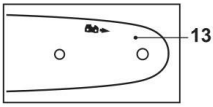

Abb. 4
5. Das Führungsschwert (13) sollte mit dem Symbol „Schneiden" der Kette der Säge im oberen Teil des Schwerts versehen sein (Abb. 4).